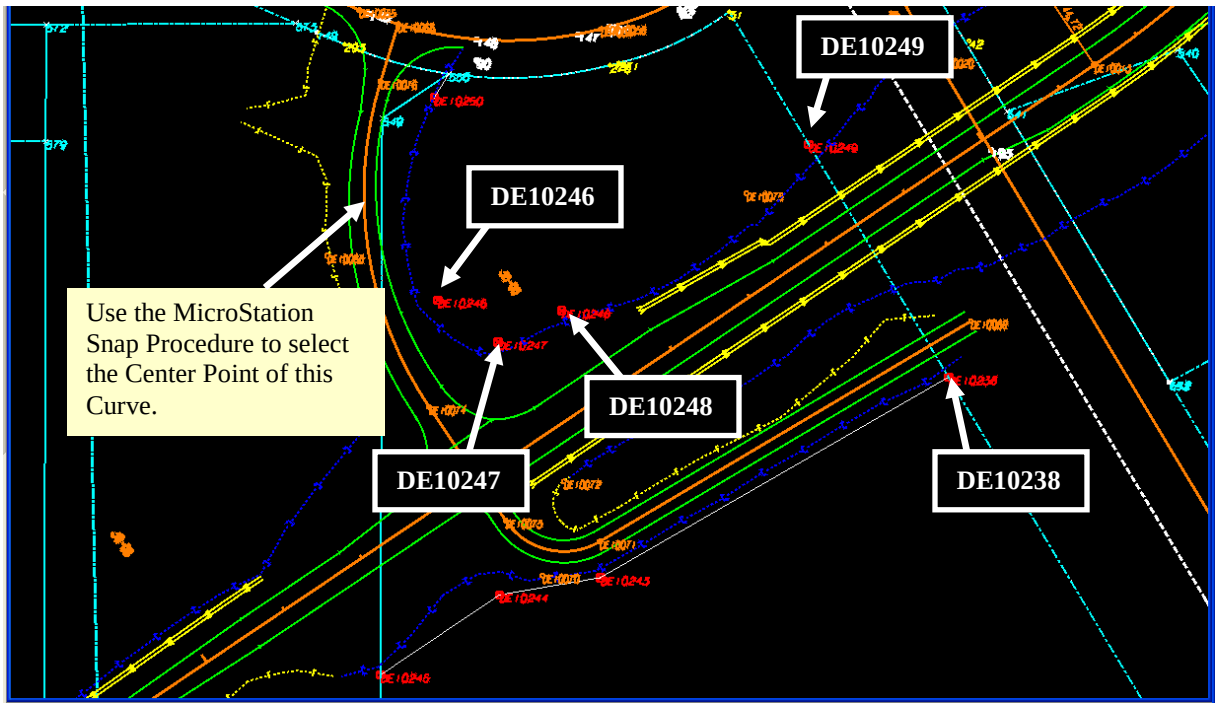

Figure L12-42 MicroStation View
40.	**The next step is to add a Curve between Points DE10250 and DE10246.** • In the **Create/Edit Alignment…** dialog click **Start**. • Immediately **Right mouse click** over the MicroStation window to return to the **Create/Edit Alignment…** dialog. • Notice the remaining buttons in the dialog are now active. • Click **Center Point Left**. • Notice in the bottom left corner of the MicroStation window you are prompted to **< Identify circle left**. InRoads is requesting the Center Point of a Curve. • In MicroStation, change the snap setting from Keypoint to Center. This may be accomplished by clicking the Snap icon ( ), located in the bottom middle of the MicroStation window and selecting **Center**. • Using the MicroStation snap procedure (typically a combination of the left/right mouse buttons or Tentative), snap onto the Curve identified in *Figure L12-42*.
- **Left click** on Point **DE10246** identified in *Figure L12-42*.
- Continue selecting Points **DE10247**, **DE10248**, **DE10249** and **DE10238**, identified in *Figure L12-42*.